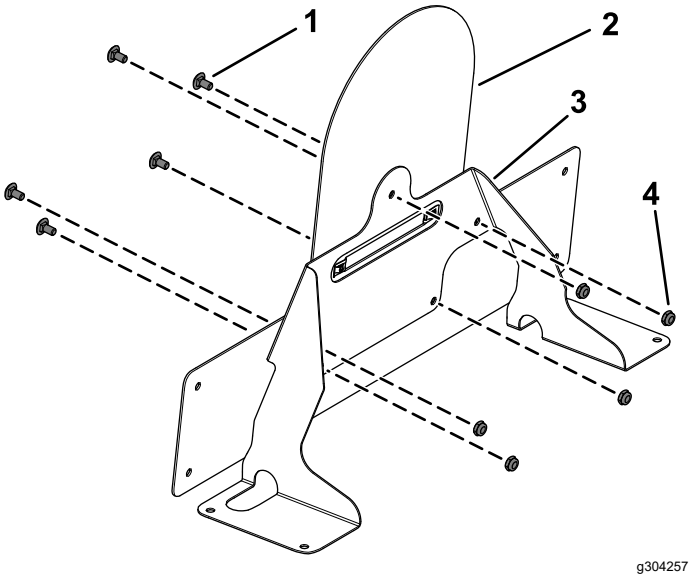

Figur 22
8. Fastgør hastighedspladebeslaget på markørbeslaget med 5 bræddebolte (¼" x ½") og 5 låsemøtrikker (¼") som vist i Figur 22.